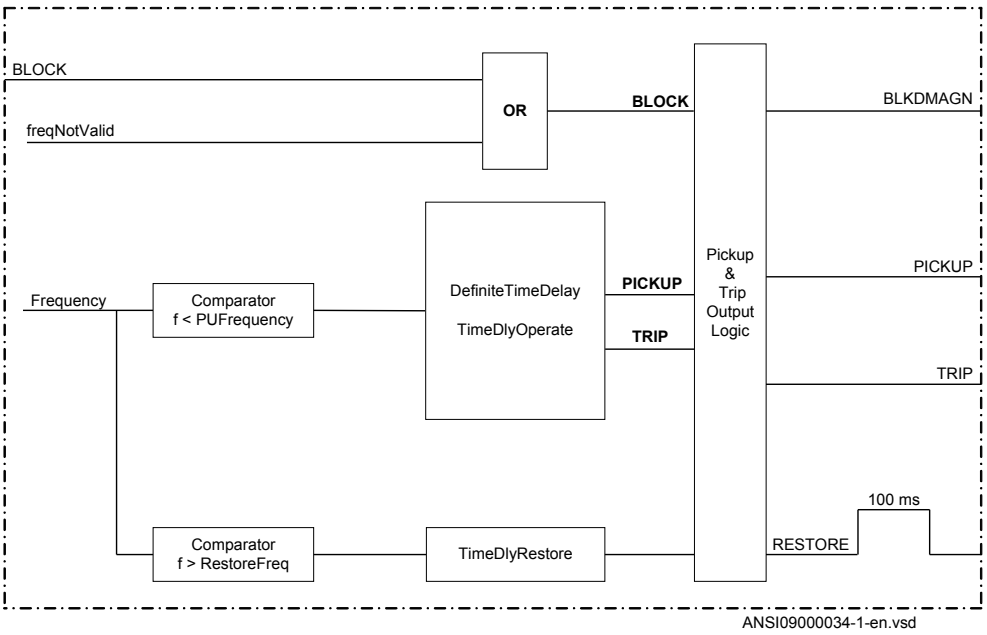

Figure 86: Simplified logic diagram for SAPTUF (81)
The design of underfrequency protection SAPTUF (81) is schematically described in figure 86.